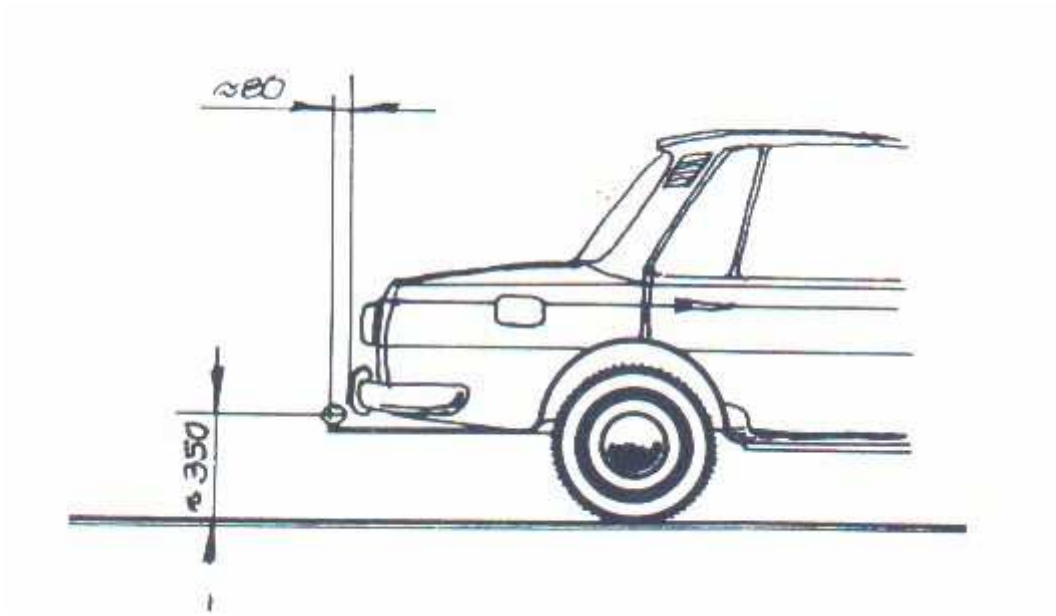

Abb. 1
2.1 Die Anhängerzugvorrichtung ist am Zugfahrzeug entsprechend den Maßen der Abb. 1 anzubringen. Dabei ist zu beachten, dass nur getypte Anhängerzugvorrichtungen verwendet werden dürfen.